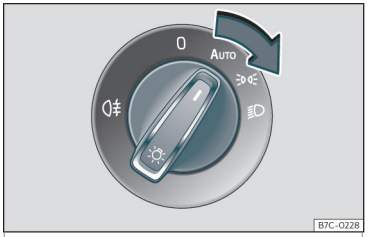

Fig. 87 Tablero de instrumentos: mando de las luces.
- Gire el interruptor hacia la posición deseada ››› **fig. 87**.